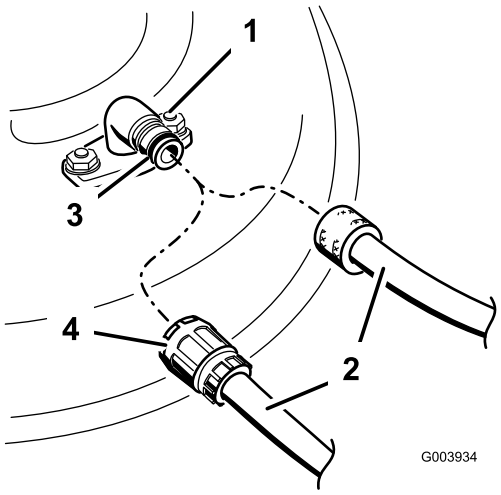

Figur 69
3. Anslut slangkopplingen till klipparens tvättkoppling och vrid på vattnet ordentligt (Figur 69).